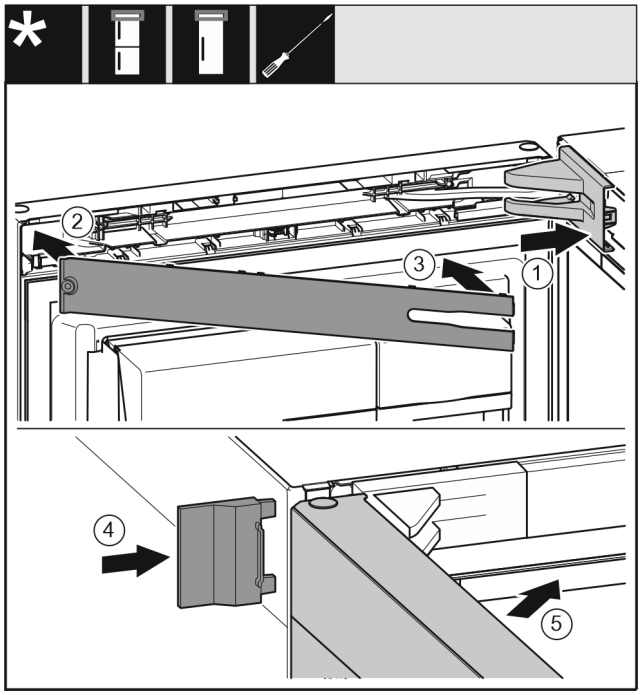

Fig. 43
- ▶ Lagerbokafdekking *Fig. 43 (1)* plaatsen en vastklikken, evt. voorzichtig uit elkaar drukken.
- ▶ Paneel *Fig. 43 (2)* plaatsen.
- ▶ Panelen *Fig. 43 (3)* naar binnen draaien en vastklikken.
- ▶ Buitenste afdekking *Fig. 43 (4)* erop schuiven.
- ▶ Bovenste deur *Fig. 43 (5)* sluiten.